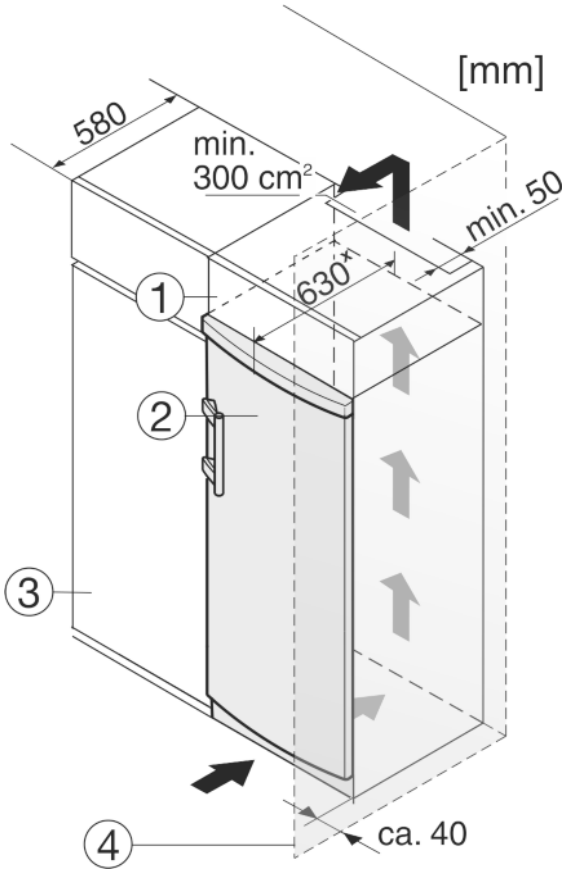

Fig. 11
The appliance can be built into kitchen units. A top cupboard *Fig. 11 (2)* can be added above the appliance in order to bring the appliance *Fig. 11 (1)* up to the height of the fitted kitchen units.
When installing with kitchen units (max. depth 580 mm), the appliance can be positioned directly next to the kitchen cabinet *Fig. 11 (3)*. The appliance will project by 34 mm x at the sides and 50 mm x in the centre of the appliance in relation to the kitchen cabinet front.
If the appliance is installed with the hinges next to a wall *Fig. 11 (4)*, the distance between appliance and wall has to be at least 40 mm. This corresponds to the projection of the handle when the door is open.